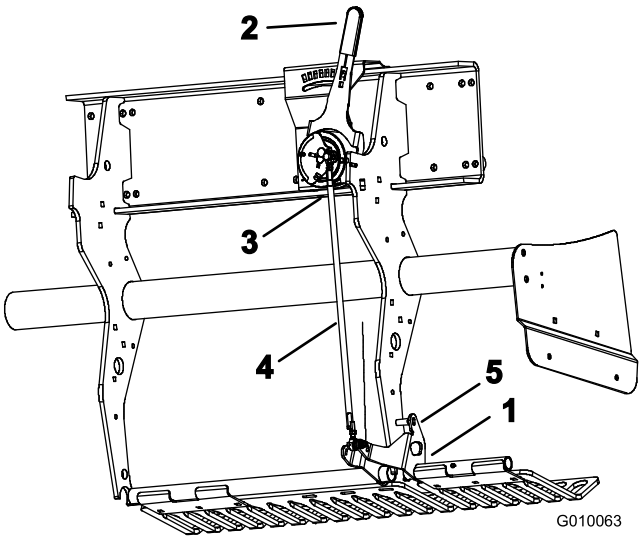

**Figur 59**
1. Drei festebraketten til venstre verneplaten (Figur 59) opp til en låsestift (5/16 borestang eller hodeskrue) kan føres inn mellom braketten og dybdeinnstillingsrøret som er sveiset på rammen.
2. Flytt pipedybdespaken (Figur 59) til H-innstillingen (dypest).
3. Koble utenbords kulebryteren (Figur 59) fra ledningsfastspenneren (hode lavt-bryteren).
4. Løsne låsemutterne (venstre og høyre) på dybdejusteringens parallellstag (Figur 59).